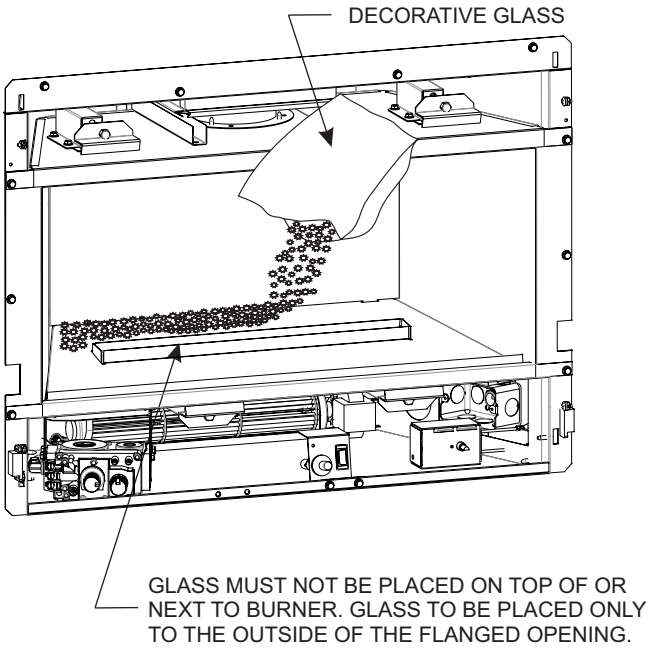
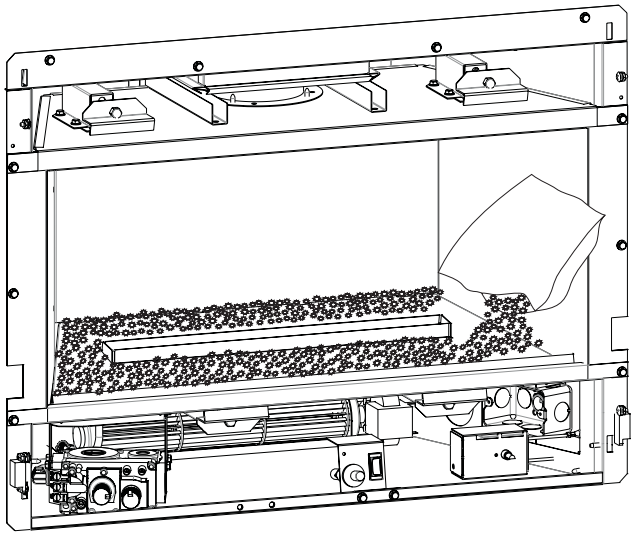
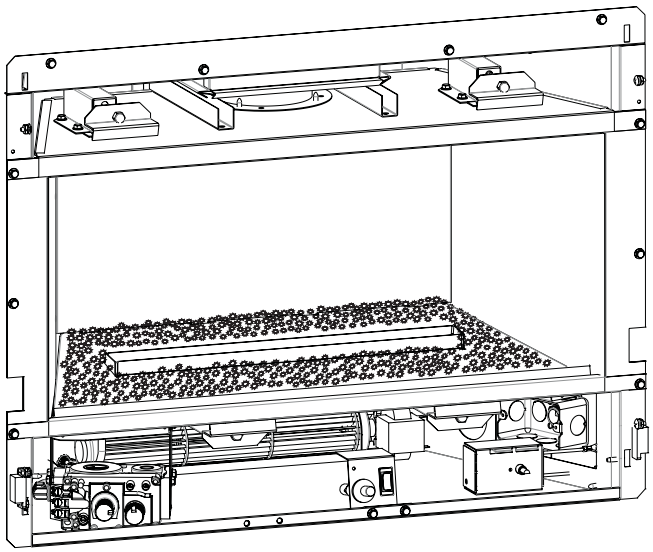

**Figure 45**
**Figure 46**
**Figure 47**
2. To install the Decorative Glass, cut off a corner of the plastic bag and proceed to apply the glass to the rear shelf on the Loft burner cover (area behind the burner). See Figure 45. Apply only enough glass to cover the black metal surfaces. Do not allow the glass to fall around the burner tube. See Figure 46. Apply the remaining decorative glass to the front sloped surface of the Top Cover. Start by placing the glass along the front edge of the top cover, then gradually place the glass up the sloped top cover until completely covered. Do not allow the glass to fall around the burner tube. See Figure 47.